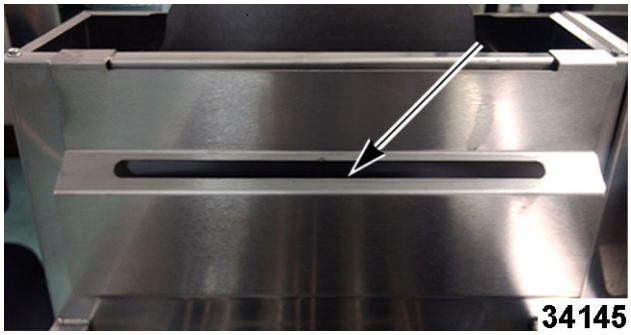

Fig. 109
2. Remove basket holder (Fig. 109).